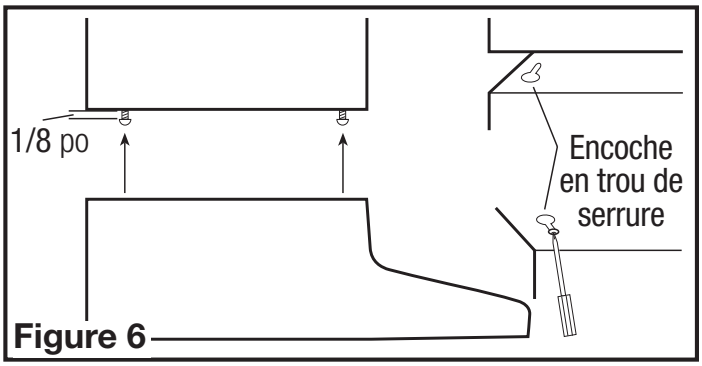

Figure 6
5. Installer les 4 vis de montage aux endroits marqués précédemment. Laisser un dégagement d'environ 0,33 cm (1/8 po). Glisser la hotte en place au travers des trous en poire et aligner le devant de la hotte pour qu'il soit à effleurement avec le devant des armoires. Visser fermement toutes les vis **(Figure 6).**
1. Installer les filtres en ajustant le filtre dans le canal de la hotte et en le glissant vers l'arrière jusqu'à ce qu'il soit arrêté contre l'arrière de la hotte **(Figure 6).**